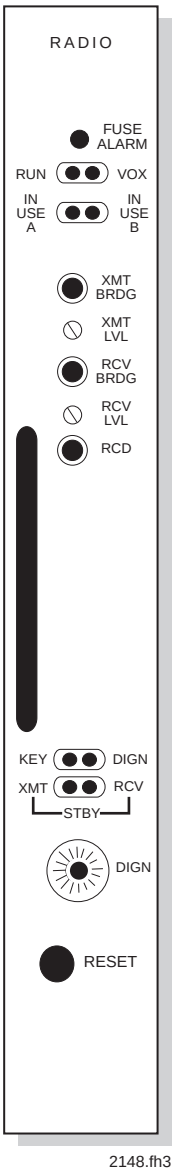

*Figure 5-22. Radio Processor Front Panel*
***Front Panel Controls and Indicators.*** The front panel is illustrated in **Figure 5-22**. **Table 5-18** defines the control and indicator functions.